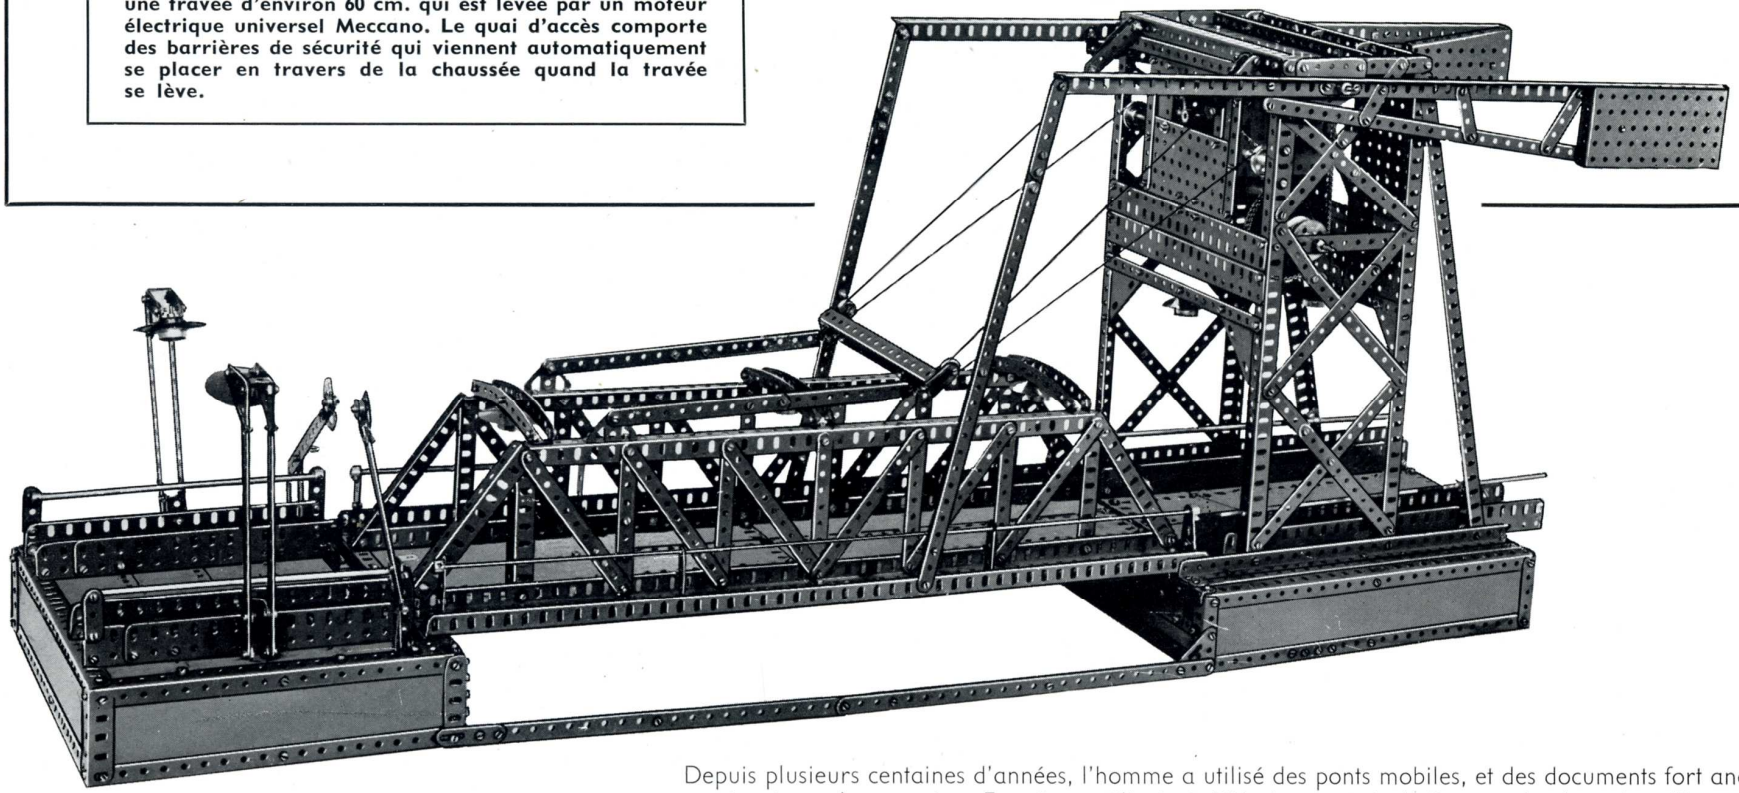
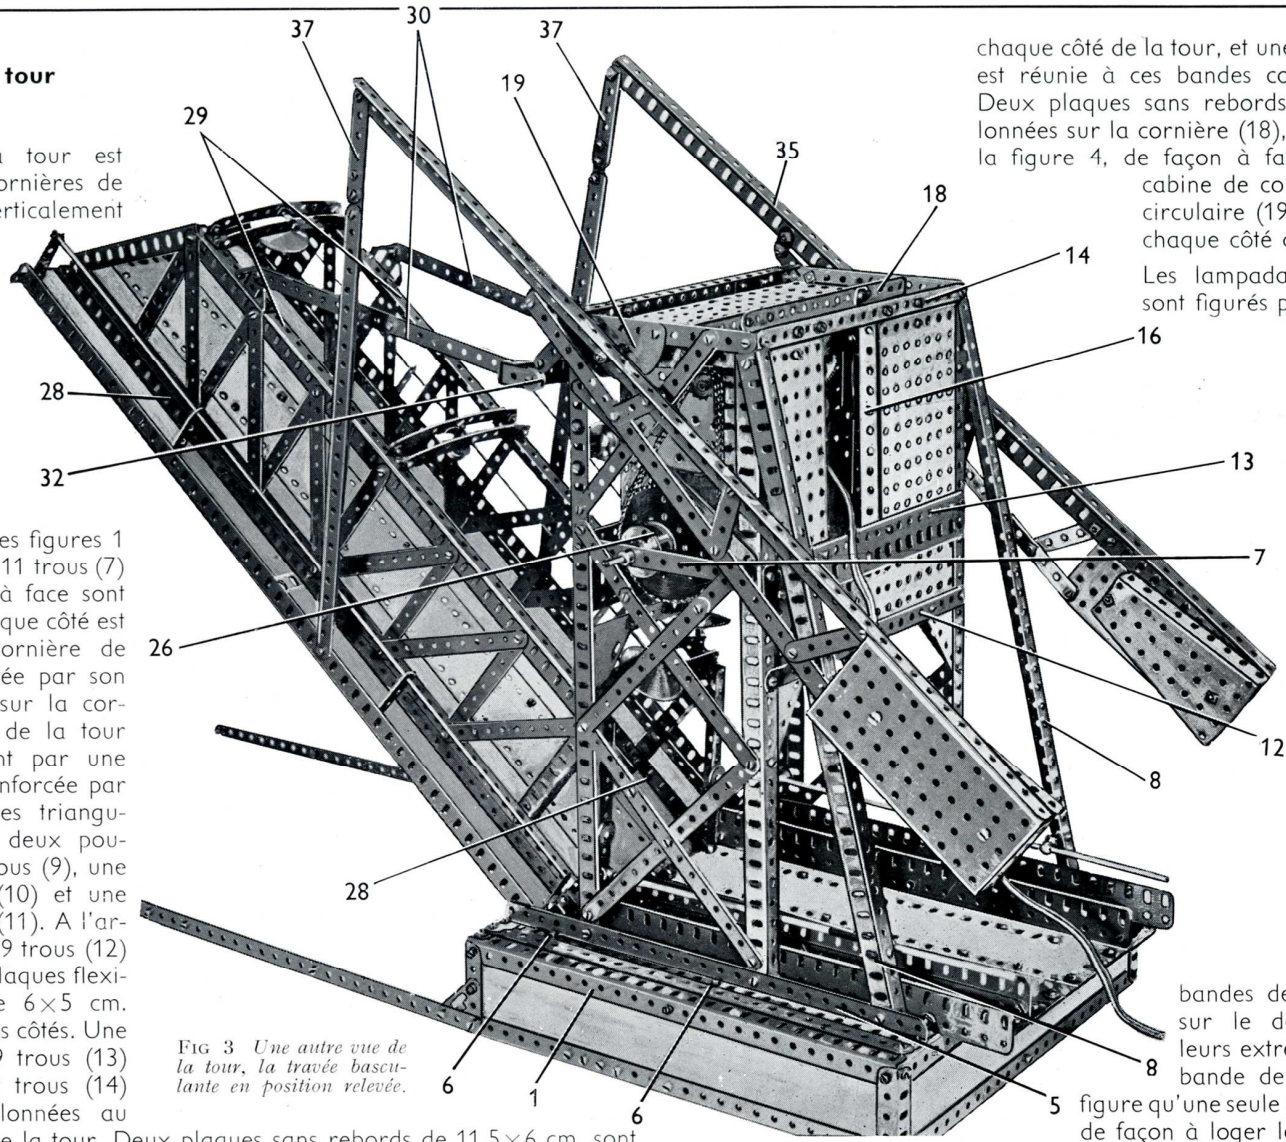
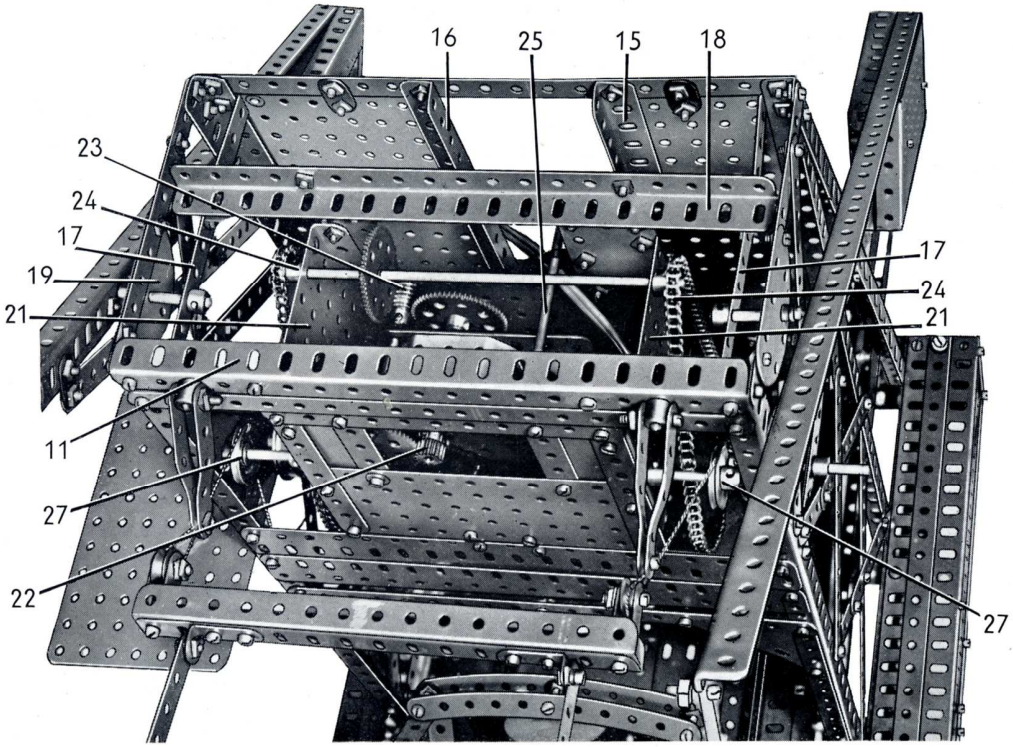

FIG. 1 *Vue générale du pont à travée basculante Meccano décrit dans cette notice.*
Fig 3 *Une autre vue de la tour, la travée basculante en position relevée.*
Fig. 4
Une cornière de 25 trous (5) et une bande de 25 trous sont fixées de chaque côté sur le dessus de la base, et deux bandes de 25 trous tenues par les boulons (6) (fig. 3) sont fixées sur les cornières (5). Ces bandes soutiennent les plaques qui recouvrent le dessus du quai. Trois plaques-bandes de 25 trous et une de 19 trous prolongée par une plaque flexible de 9×6 cm. servent également à former le dessus du quai. Les plaques sont boulonnées sur les bandes, de façon à laisser entre les plaques et les cornières (5) un trou libre de chaque côté sur les bandes. Les bords arrière des plaques sont renforcés par une bande de 11 trous et une de 7 trous.
(Fig. 1, 2, 3 et 4)
Chaque côté de la tour est constitué par deux cornières de 37 trous boulonnées verticalement sur les cornières (4) et (5) du quai principal. Les extrémités supérieures des cornières de 37 trous sont réunies de chaque côté par une bande de 11 trous, et les cornières sont renforcées par des bandes comme le montrent les figures 1 et 2. Deux bandes de 11 trous (7) (fig. 3) placées face à face sont fixées sur le côté. Chaque côté est renforcé par une cornière de 37 trous (8) boulonnée par son extrémité inférieure sur la cornière (5). Les côtés de la tour sont réunis à l'avant par une bande de 19 trous renforcée par deux plaques flexibles triangulaires de 6×6 cm., deux poutrelles plates de 19 trous (9), une bande de 19 trous (10) et une cornière de 19 trous (11). A l'arrière, une bande de 19 trous (12) renforcée par deux plaques flexibles triangulaires de 6×5 cm. est boulonnée entre les côtés. Une poutrelle plate de 19 trous (13) et une bande de 19 trous (14) sont également boulonnées au travers de l'arrière de la tour. Deux plaques sans rebords de 11,5×6 cm. sont fixées sur la bande (12) et sur la poutrelle plate (13), et une plaque sans rebords de 14×9 cm. et une de 14×6 cm. sont boulonnées sur la poutrelle plate et sont fixées sur la bande (14) par des supports plats. Une cornière de 15 trous (15) est boulonnée verticalement le long du bord de la plaque sans rebords de 14×6 cm. et une cornière identique (16) est fixée comme le montre la figure 4. Une bande coudée de 140×12 mm. (17) est boulonnée entre les cornières de chaque côté de la tour, et une cornière de 19 trous (18) est réunie à ces bandes coudées par des équerres. Deux plaques sans rebords de 14×9 cm. sont boulonnées sur la cornière (18), mais ont été enlevées sur la figure 4, de façon à faire voir l'intérieur de la cabine de contrôle. Une plaque semi-circulaire (19) (fig. 3 et 4) est fixée sur chaque côté de la tour.
Un moteur électrique universel est boulonné sur le plancher (fig. 4) et un pignon de 15 dents monté sur l'arbre du moteur entraîne une roue de 60 dents fixée sur une tringle de 6 cm. Cette dernière passe dans les flasques du moteur et elle porte un pignon de 19 dents (22) qui entraîne une roue de 57 dents fixée sur une
Le dessous de la travée apparaît clairement sur la figure (5). Le châssis sur lequel est boulonné la chaussée est constitué par deux cornières de 49 trous, réunies à chaque extrémité par une cornière de 19 trous. Trois cornières de 11 trous sont fixées sur les cornières de 49 trous par des équerres. La chaussée est formée par dix plaques-bandes de 25 trous boulonnées sur le dessous de la travée, comme le montre la figure, et les bords extérieurs sont renforcés par des cornières de 49 trous (fig. 3).
Une bande de 25 trous est boulonnée sur l'une des plaques à rebords et est réunie à la cornière (35) par un support plat. Un bras de manivelle double (36) (fig. 2) est boulonné sur chaque cornière (35) et est fixé sur une tringle de 5 cm. Cette tringle passe dans la plaque semi-circulaire (19) et dans la bande coudée (17) (fig. 4) et elle est tenue en place par une bague d'arrêt. La cornière (35) est tenue écartée de la plaque semi-circulaire par une bague d'arrêt et quatre rondelles placées sur la tringle.